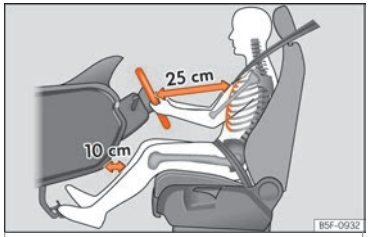

Fig. 7 La separación correcta entre el conductor y el volante debe ser de 25 cm como mínimo (10 pulgadas).
- Ajuste el volante de modo que quede a una distancia de, por lo menos, 25 cm (10 pulgadas) del esternón ››› fig. 7 y lo pueda sujetar con ambas manos por los lados, por la parte exterior, con los brazos ligeramente flexionados.
- Ajuste longitudinalmente el asiento de forma que pueda pisar a fondo los pedales con las rodillas ligeramente flexionadas y que quede una distancia entre la zona de las rodillas y el tablero de instrumentos de al menos 10 cm (4 pulgadas) ››› fig. 7.